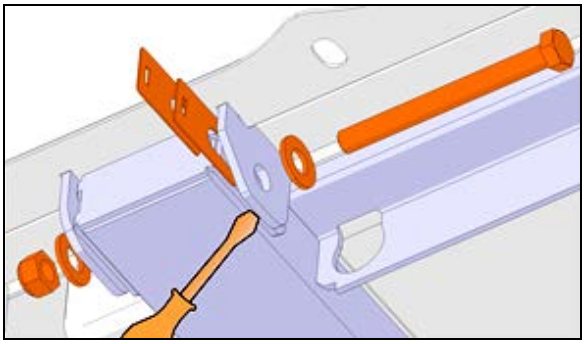

FIGURE 26: INSTALLATION DE CALES, BOULON TRANSVERSAL. NOTER QUE L'ARRANGEMENT PEUT VARIER
8. L'arrangement des cales peut varier. Elles peuvent être placées du même côté si désiré (Figure 26).